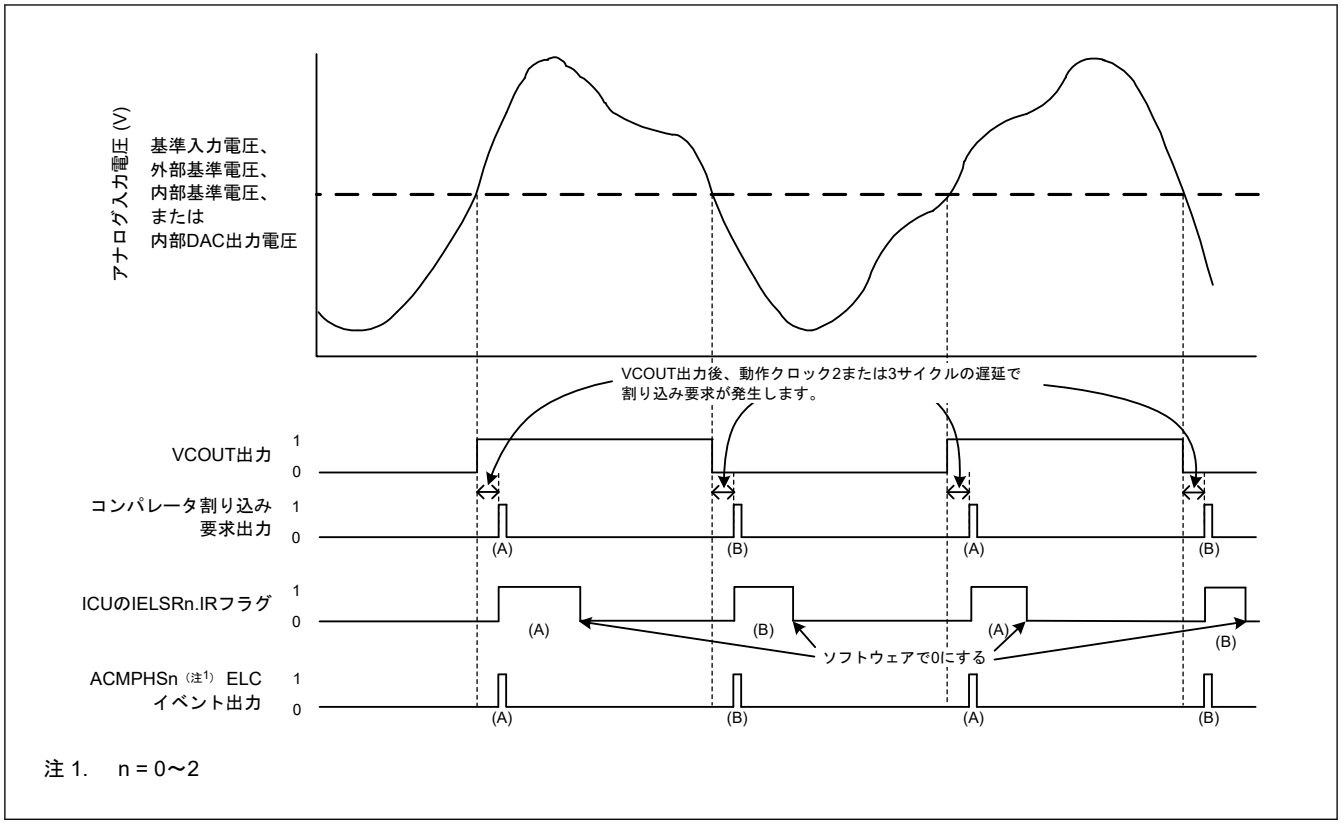

**図 36.2 ACMPHS 動作の例**
ACMPHS 動作の例を図 36.2 に示します。アナログ入力電圧が ACMPHS 基準入力電圧より高くなると VCOUT 出力は 1 になり、低くなると VCOUT 出力は 0 になります。ACMPHS 出力が変化すると、割り込み要求および ELC イベントが出力されます。
図 36.2 は CPOE = 1（端子出力有効）、CDFS[1:0] = 00b（フィルタを使用しない）、かつ CEG1 = CEG0 = 1（両エッジ検出を選択）の場合の例です。CINV = 0、CEG0 = 1、かつ CEG1 = 0（ACMPHS からの非反転出力信号用に立ち上がりエッジ検出を選択）の場合、IELSR.IR フラグは (A) で示されるように変化します。CINV = 0、CEG0 = 0、かつ CEG1 = 1（ACMPHS からの非反転出力信号用に立ち下がりエッジ検出を選択）の場合、IR フラグは (B) で示されるように変化します。